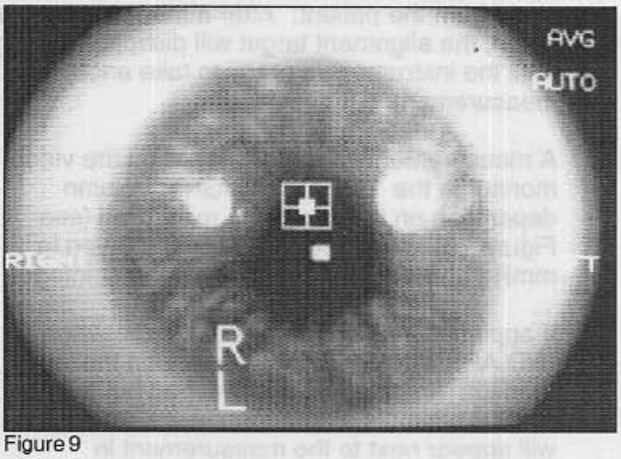

Figure 9
4. Center the alignment target (see Figure 9) on the pupil using the joystick. Twisting the joystick to the right electronically raises the instrument head, twisting to the left lowers the head